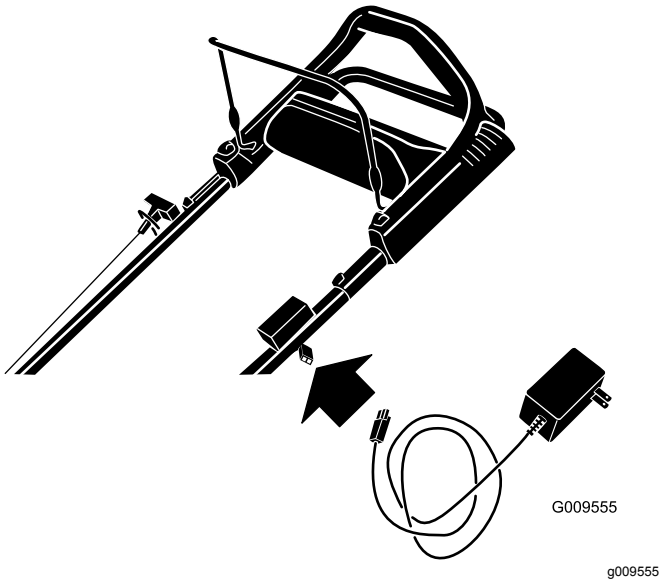

Figur 39
1. Koble laderen til maskinens ledningsfastspenner som sitter under tenningsnøkkelen (Figur 39).